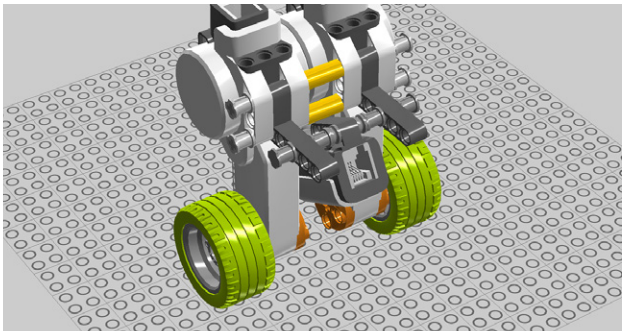

Figure 1-48. *Step 44: Then, tires*
44. Next, add tires as shown in Figure 1-48.